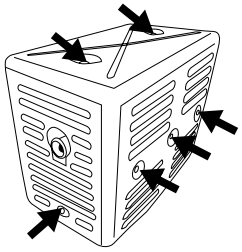

Figura 14: Retire los tornillos que sujetan la cubierta del silenciador
3. Retire los 6 tornillos que sujetan la cubierta del silenciador en su lugar (consulte la Figura 14).